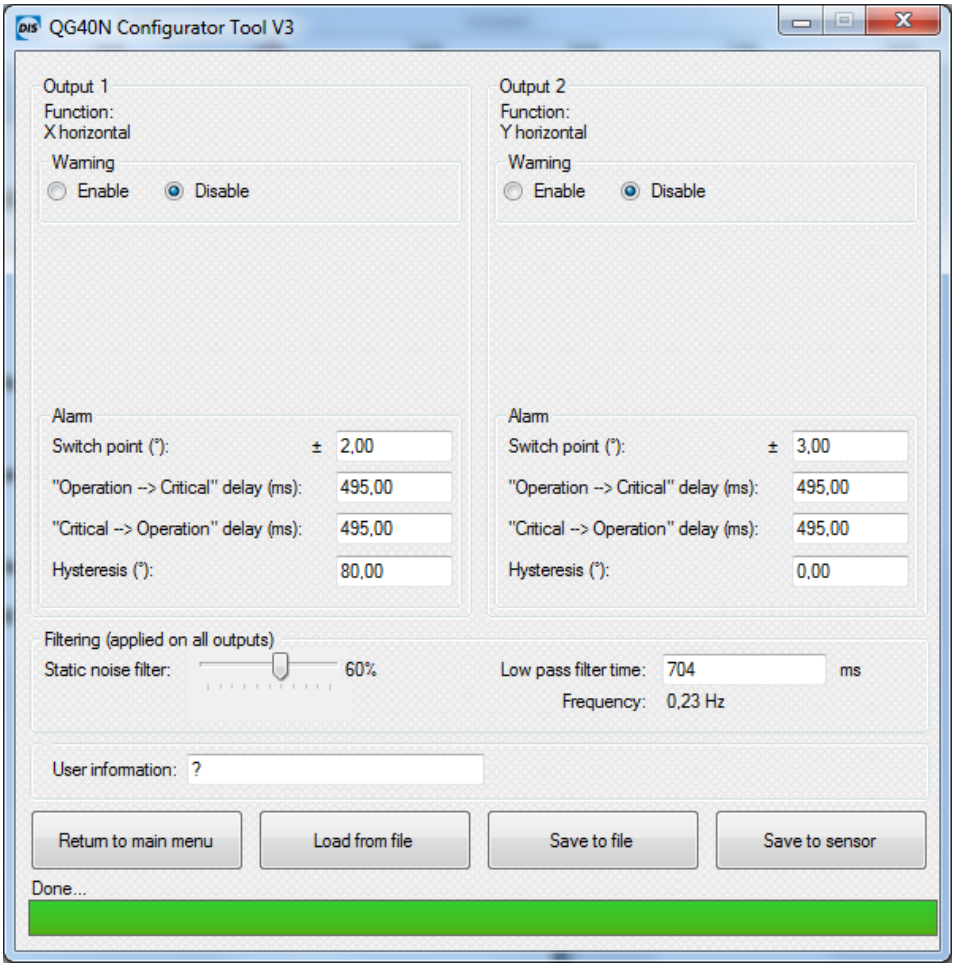

Figure 4. Configuration window
- You are now brought to the configuration window (see figure 4) for your sensor.